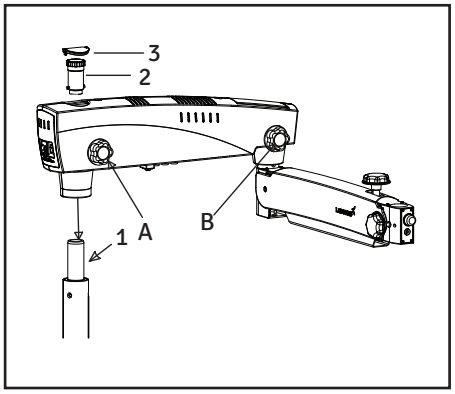

Fig 3
3. Remove the arm assembly from the box and follow the instructions below (see Fig. 3).
A. Ensure that the swivel arm lock knob (A) is loosened.
B. Place the arm assembly on the column shaft (1) shown in Fig. 3.
C. Screw in the threaded plug from the top (2).
D. Put the protective cap (3) in place, and loosen the suspension arm locking knob (B) so that it can be rotated.
Do not unscrew knob A completely (see Fig. 3). Loosen only a few threads; otherwise the lock ring inside the column guide may disconnect and installation may not possible.